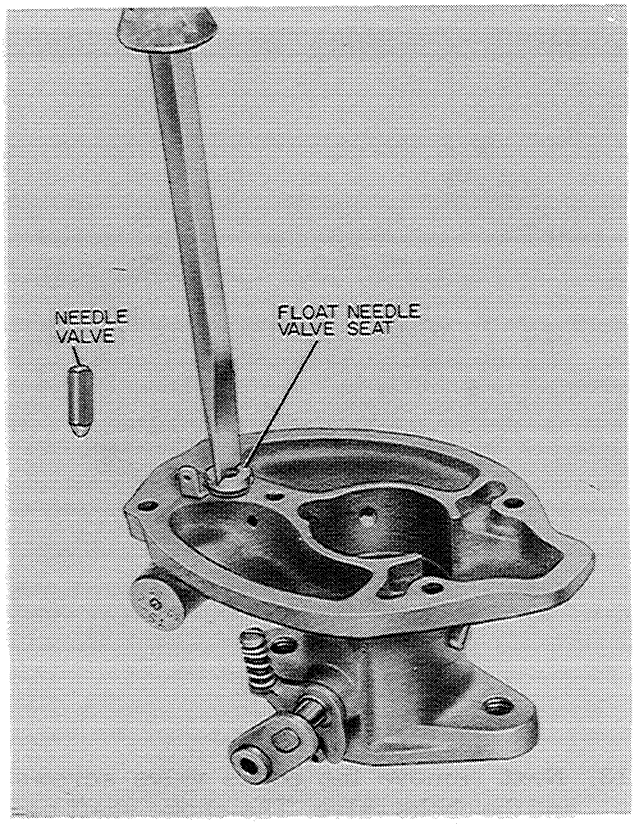

Figure N-14
6. Remove the float needle valve and seat, Figure N-14.